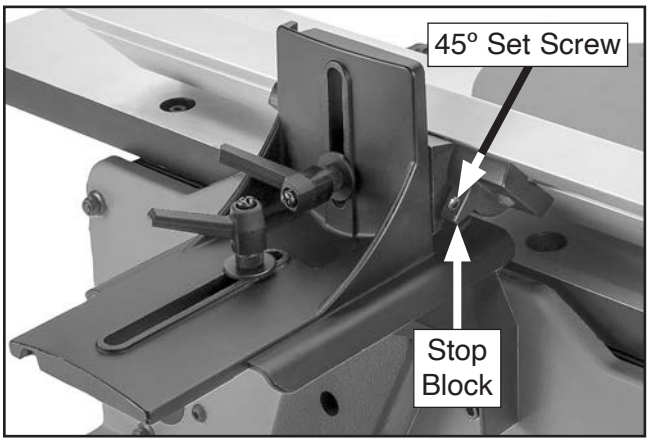

Figure 56. Adjusting 45º outward fence angle.
8. Adjust fence until it is flush against combination square, then tighten 45º set screw on fence slide bracket until it contacts stop block (see **Figure 56**).